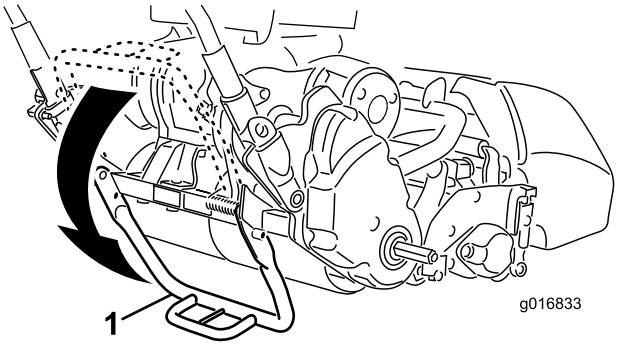

Figur 7
1. Skub støttebenet ned med foden **i midten af støttebenet**, og træk op i maskinens nederste midterste håndtag, indtil støttebenet er drejet fremad over midten (Figur 7).